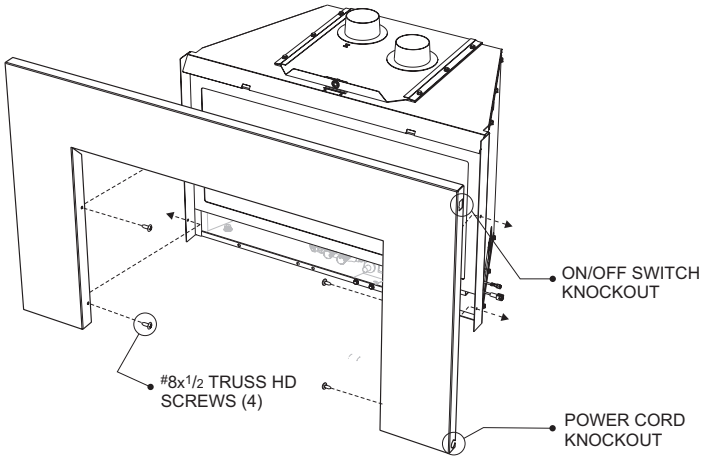

**Figure 15**
1. Secure the surround to the fireplace insert flanges with four #8 x 1/2-inch truss head screws (two each side). **See Figure 15.**
6. Attach the surround assembly to the insert. **See Figure 15** on page 19 and refer to the installation instructions supplied with the surround.